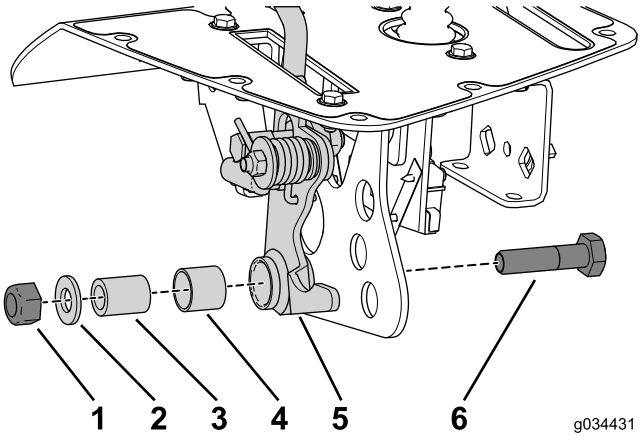

Figura 22
2. Utilice la contratuerca, la arandela plana, el tubo espaciador y el perno que retiró anteriormente para sujetar la palanca al soporte (Figura 22).